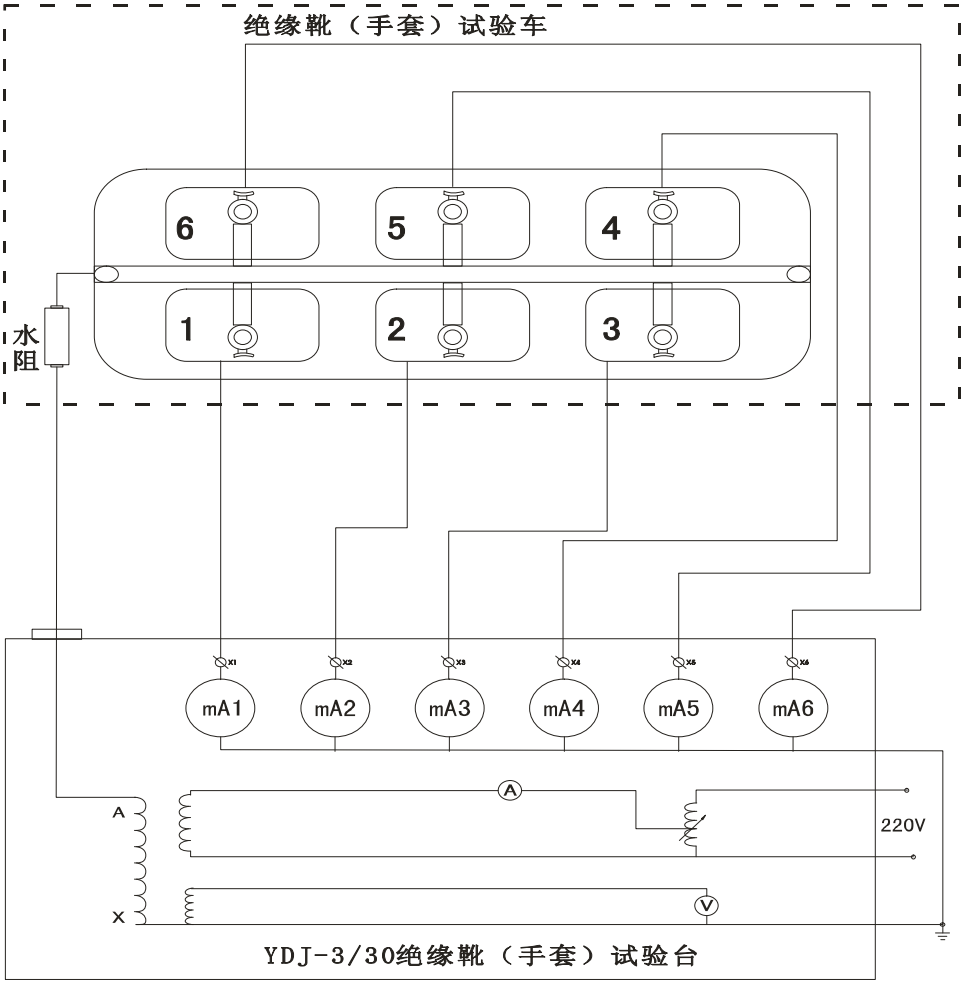

图 1：成套使用接线图
接入 0~220V 电源，调节工频耐压试验台，根据试验变压器的电磁感应原理，使变压器产生 0~30KV 工频高压至各电极，使绝缘靴（手套）获得规定的试验电压。根据绝缘靴（手套）试验规程，读取、纪录测试参数。成套使用接线图见图 1（毫安表六块）
3.按图 1、图 2 将水阻的一端与绝缘靴（手套）试验车上的高压输入螺母(7)相连,另一端用 35KV 高压电缆由绝缘靴（手套）试验台的高压出线口引至绝缘靴（手套）试验台内试验变压器高压输出端 A,将盛水槽 1-6 上的泄漏测量接线端与绝缘靴（手套）试验台上的接线端 X1-X6 一一对应相连。